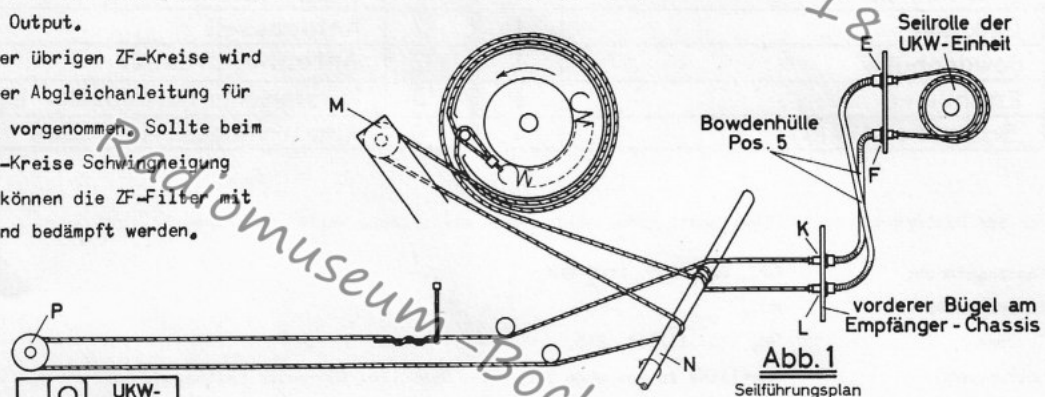

Abb. 1
C) Seilführung. (Siehe hierzu Seilführungsplan Abb.1.)